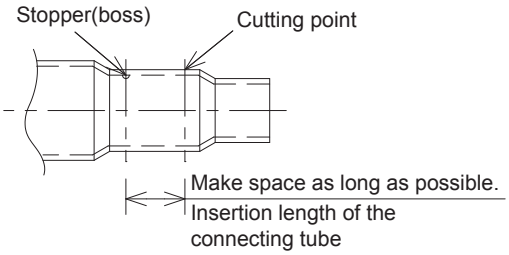

Fig. 2-2
- Cut off as far away from stopper as possible. (Fig. 2-2)